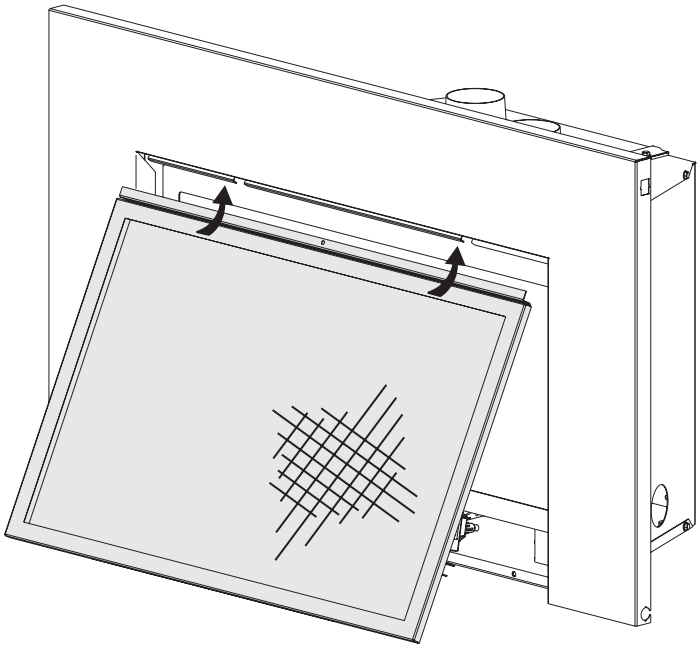

**Figure 21**
1. Grasp and hold the barrier screen assembly at an angle as shown in Figure 21. Insert the top of the barrier between the surround and fireplace insert top frame.